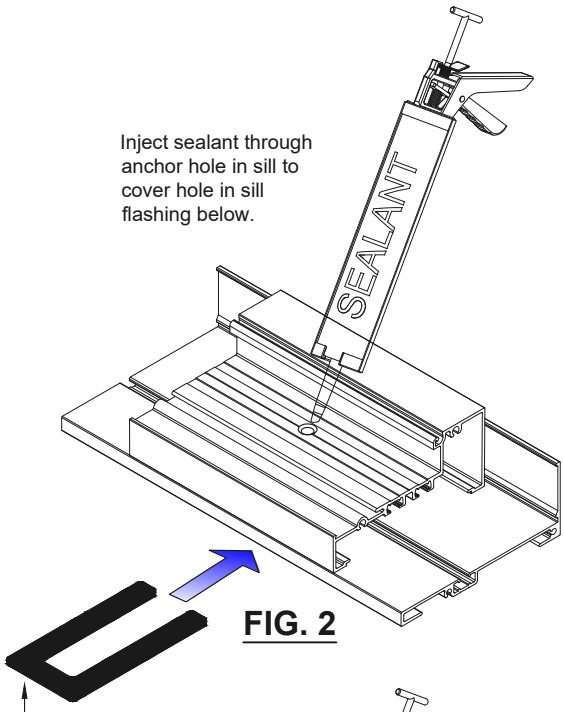

FIG. 2
I. Shim between sill and flashing centered on anchor. See **Fig. 2**.
J. Inject sealant into anchor hole to cover hole in flashing. See **Fig. 2**.